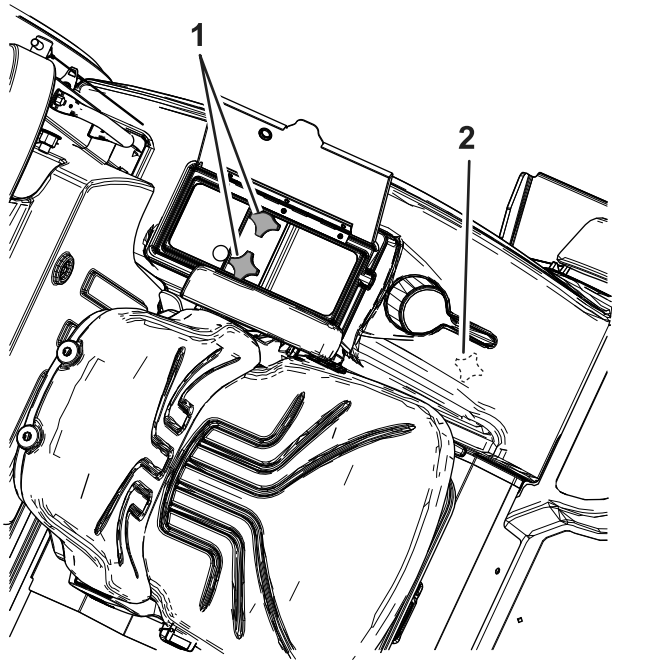

Bild 3
2. Entfernen Sie die drei Sterngriffe im Inneren der Verkleidung des Ablagefachs (Bild 3).